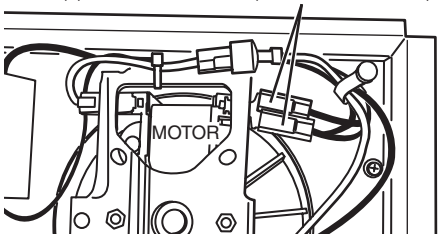

FIG. 11 -120VAC TO 240VAC CONVERSION
2. **120 VAC to 240 VAC Conversion (FIGS. 11 & 12)**
2. **Conversión de 120 VCA a 240 VCA (FIGS. 11 y 12)**